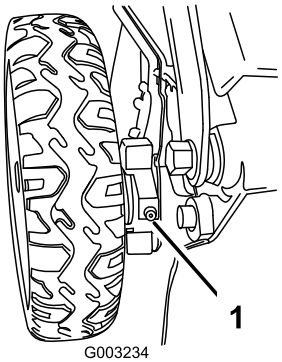

Rysunek 40
1. Oczyść smarowniczki w tylnych kołach za pomocą czystej szmatki (Rysunek 40).